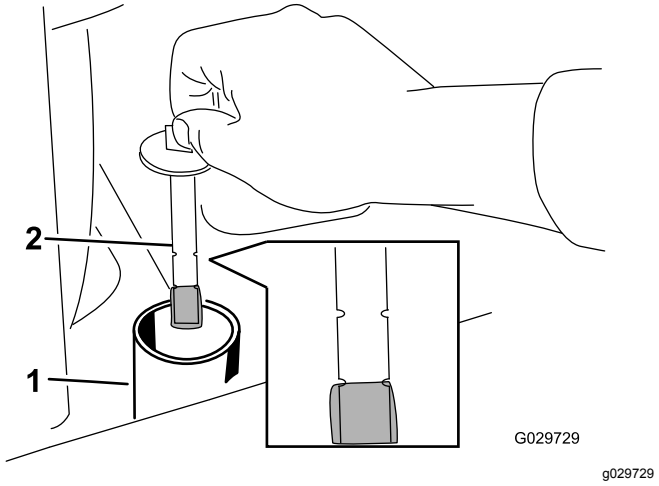

**Figuur 71**
8. Verwijder de dop van de vulbuis en controleer het vloeistofpeil op de peilstok (Figuur 71).